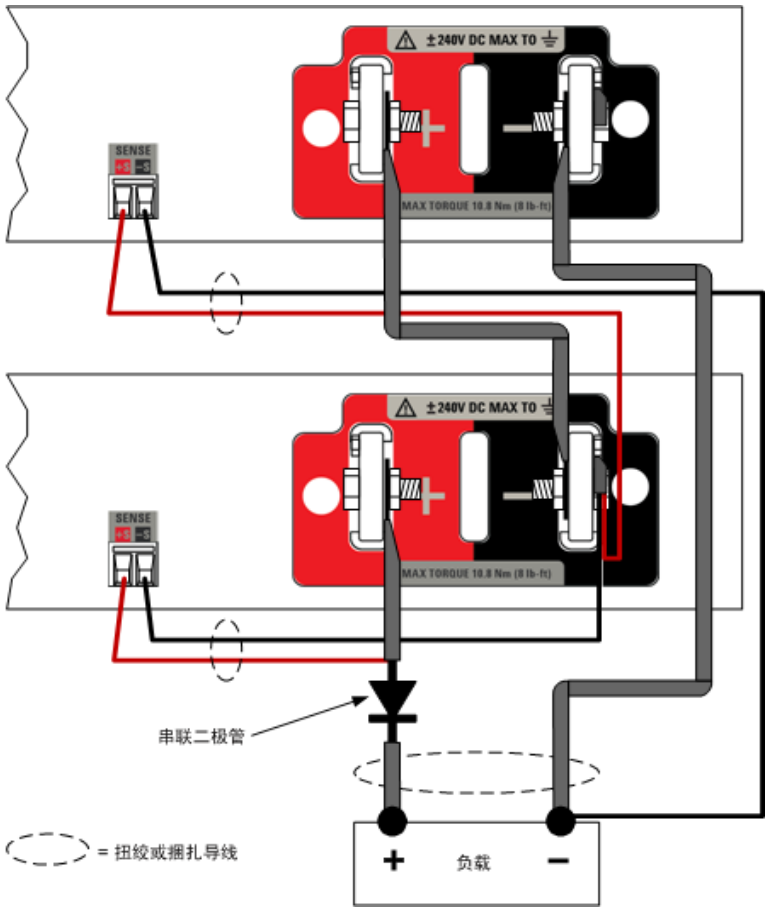

图 3.13 串联输出连接示意图
c) 图3.13为通过串联输出连接方式，连接时请注意：
4）如果使用了串联二极管，请按图3.13所示连接感测引线。如果没有使用二极管，将+S引线直接连接到负载。